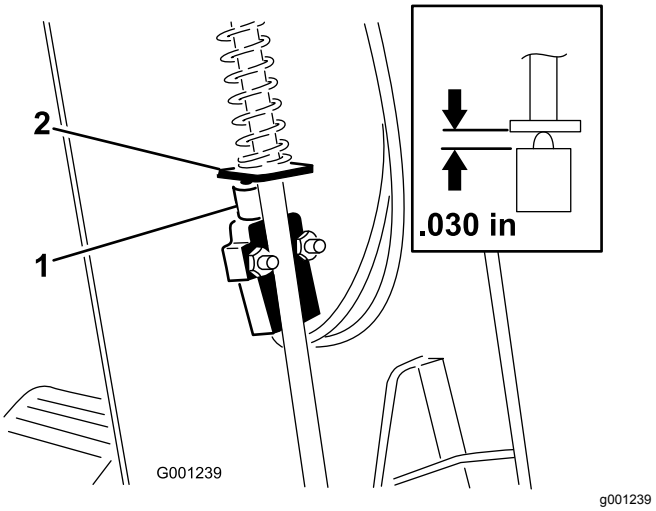

Figuur 73
3. Schuif de kap omhoog langs de stuurkolom zodat de schakelaar van de parkeerrem zichtbaar wordt (Figuur 73).
5. Houd de peddel van de parkeerremstang recht voor de plunjer van de schakelaar Figuur 73).
6. Duw de parkeerremstang omlaag en zet de schakelaar omhoog totdat de lengte van de samengedrukte plunjer van de schakelaar 0,7 mm is; zie Figuur 73.